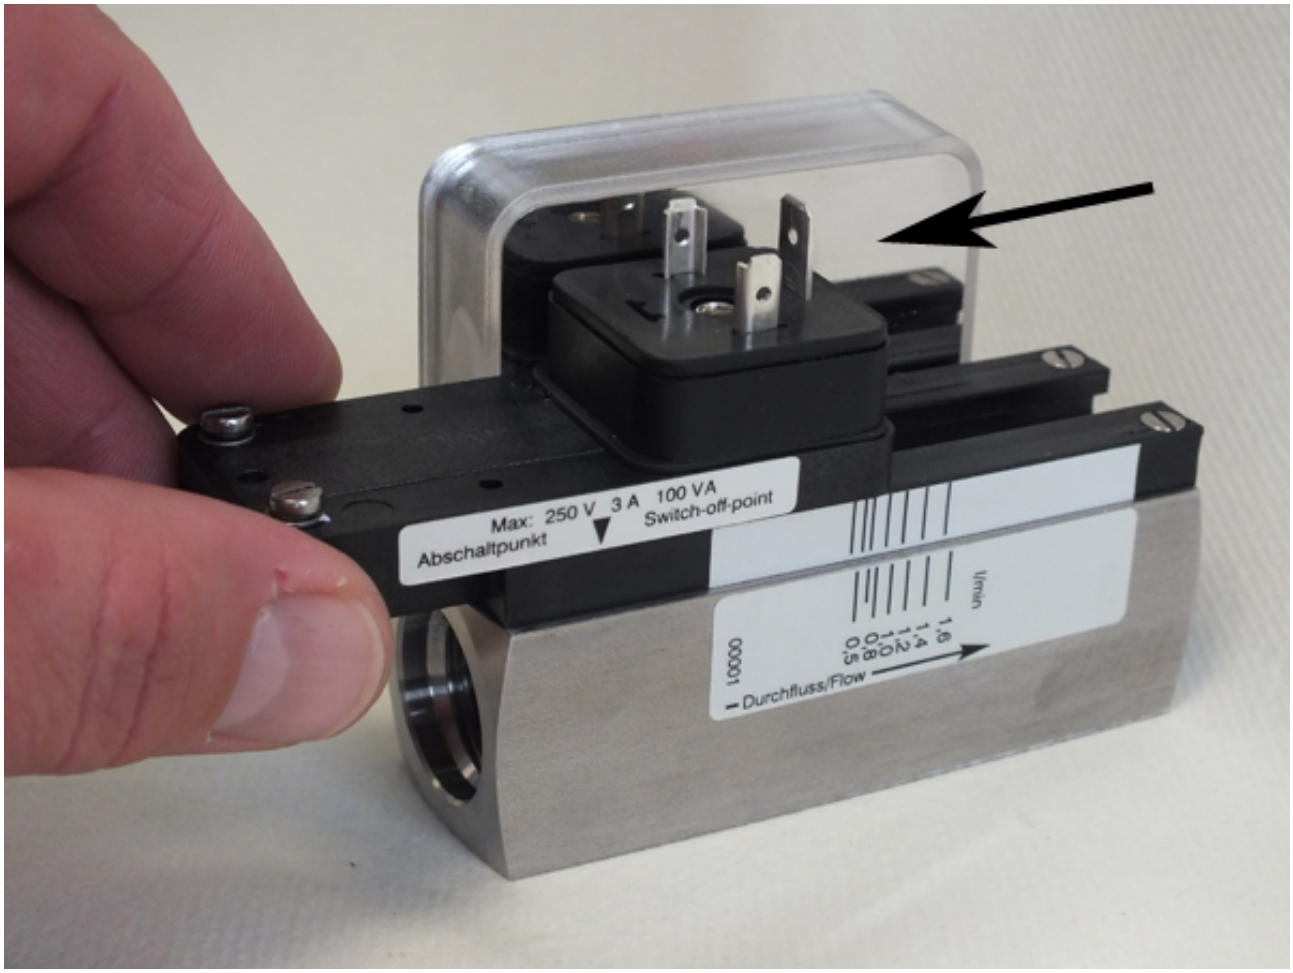

Fig. 74: Remove switch contact from guide rails
4. Slide the switch contact in the direction of the arrow from the guide rails (*Fig. 74*).